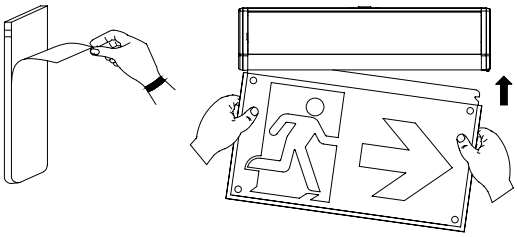

Fig. 13
6. Peel off protection films from the pictograms. Insert the pictogram panel into the main body assembly gently. Notice that the arrow direction needs to match the direction of the escape route. Change the pictogram if the exit sign is needed without an arrow (see Fig.13).
6. Retirez les films de protection des pictogrammes. Insérez délicatement le panneau de pictogrammes dans le corps principal de l'ensemble. Veillez à ce que le sens de la flèche corresponde à la direction de l'issue de secours. Remplacez le pictogramme si le panneau de sortie doit être utilisé sans flèche (voir fig. 13).